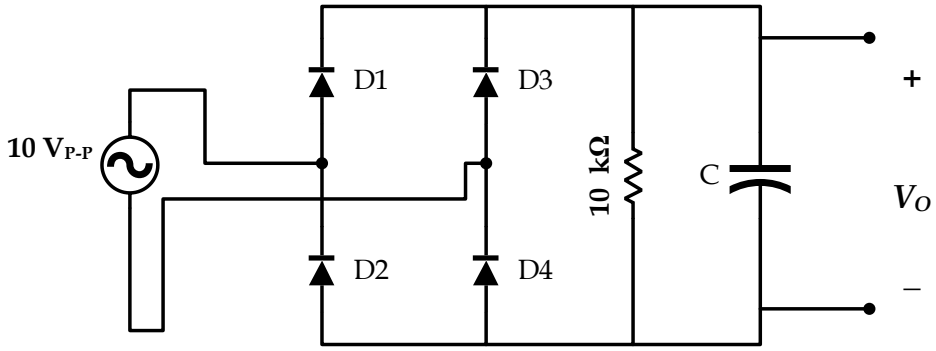

Figure 5.5: Experimental Circuit 2.
7. Connect the circuit in breadboard as shown in figure 5.5 without capacitor.